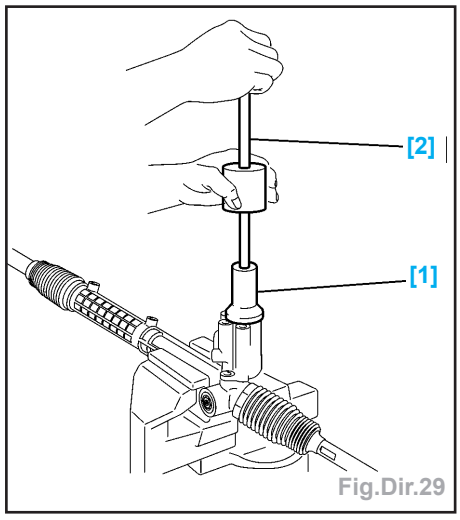

Fig.Dir.29
- Positionner la valve distributrice (7).
- Emmancher la valve distributrice (7) à l'aide des outils [1] (tampon de montage ref.0720-D), [2] (extracteur à inertie ref.0316-A) (Fig.Dir.29).